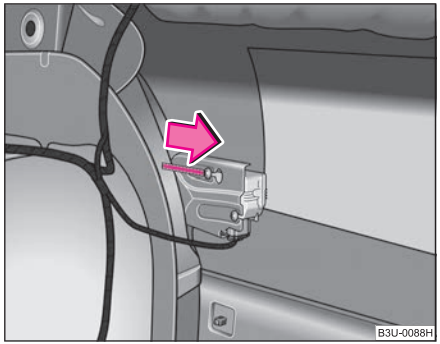

Fig. 171 Luggage compartment: Emergency release of fuel filler flap
– Pull on the loop in direction of arrow in order to unlock the fuel filler flap ⇒ fig. 171.